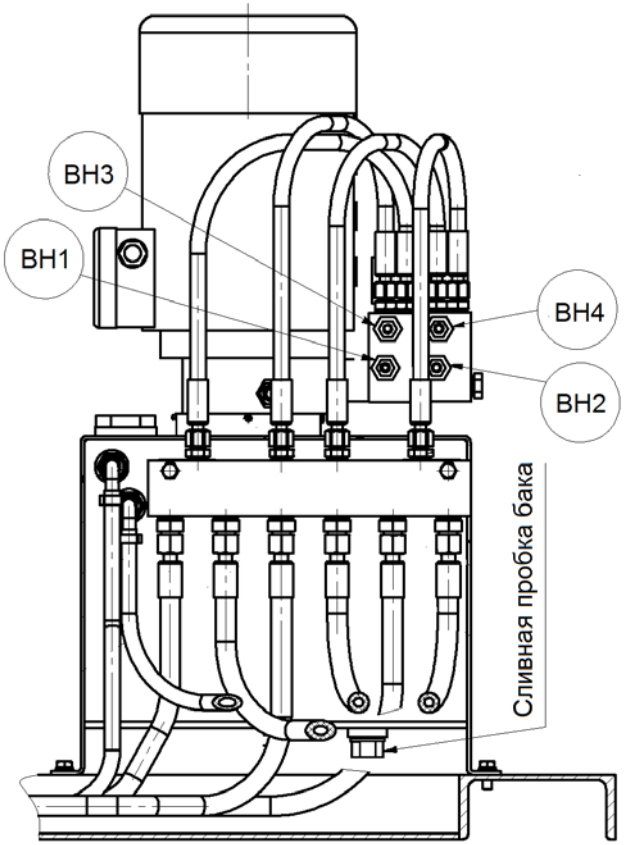

Рис. 16.
- на панели каждой станции гидропривода расконтрить штоки вентилей ВН3 и ВН4 (расположение вентилей на панели см. на Рис. 16);
- на панели каждой станции гидропривода расконтрить штоки вентилей ВН1 и ВН2 (расположение вентилей на панели см. на Рис. 16);